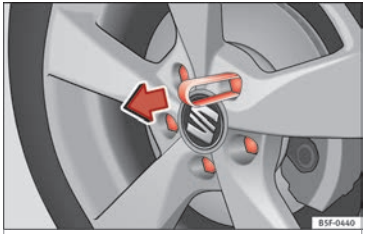

Fig. 62 Wheel: wheel bolts with caps.
- Fit the plastic clip (vehicle tools) over the cap until it clicks into place ››› **Fig. 62**.